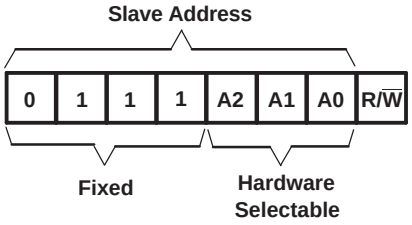
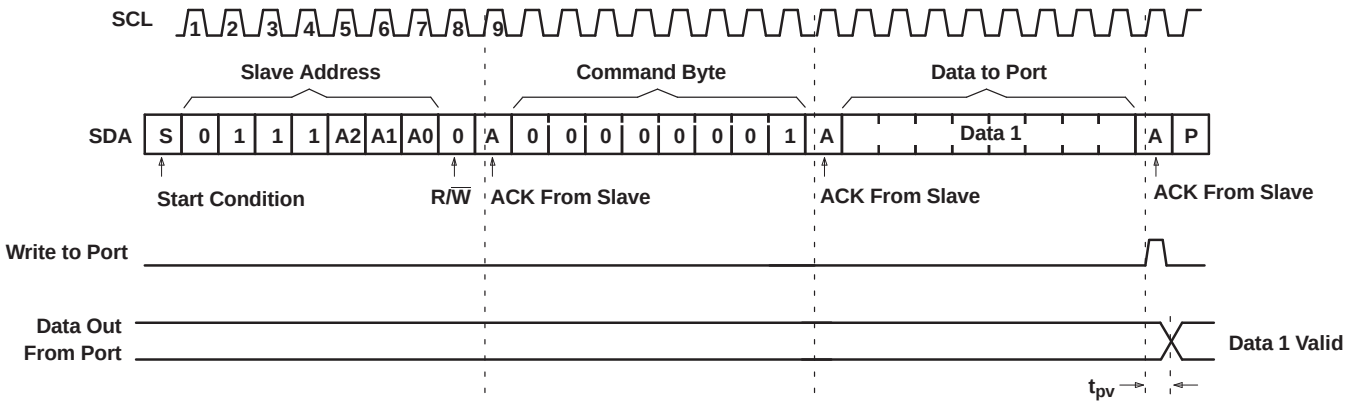
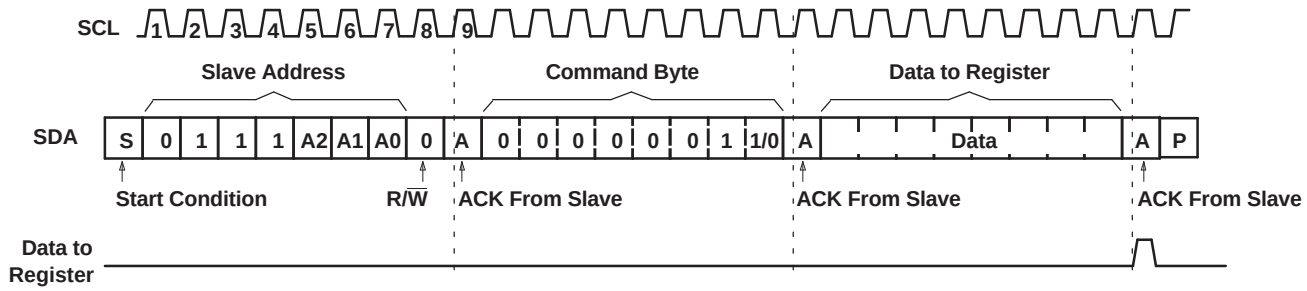
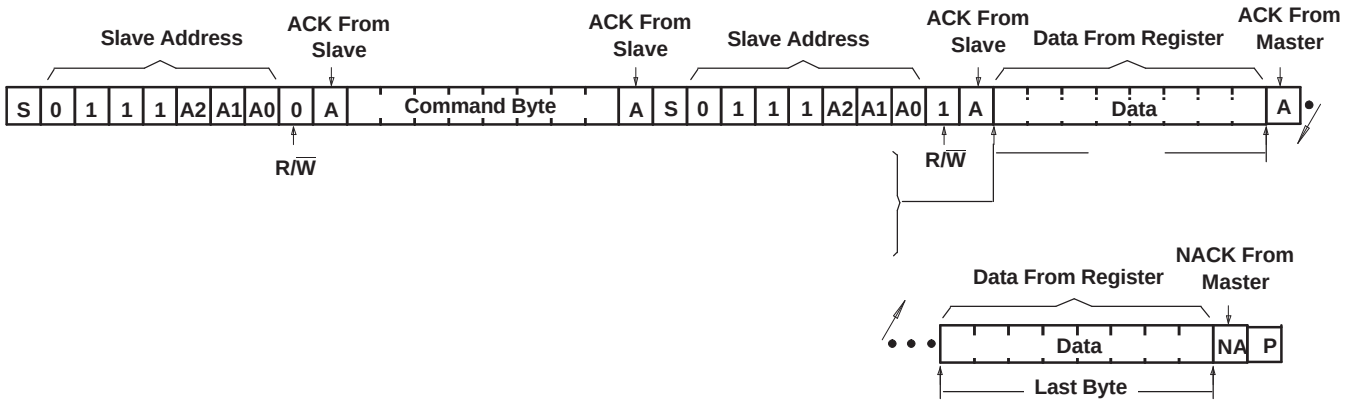

Figure 4. PCA9554A Address
Figure 6. Write to Output Port Register
Figure 7. Write to Configuration or Polarity Inversion Registers
Figure 8. Read From Register
Figure 4 shows the address byte for the PCA9554A.
Data is transmitted to the PCA9554A by sending the device address and setting the least-significant bit to a logic 0 (see Figure 4 for device address). The command byte is sent after the address and determines which register receives the data that follows the command byte (see Figure 6 and Figure 7). There is no limitation on the number of data bytes sent in one write transmission.
The bus master first must send the PCA9554A address with the least significant bit (LSB) set to a logic 0 (see Figure 4 for device address). The command byte is sent after the address and determines which register is accessed. After a restart, the device address is sent again, but this time the LSB is set to a logic 1. Data from the register defined by the command byte then is sent by the PCA9554A (see Figure 8 and Figure 9). After a restart, the value of the register defined by the command byte matches the register being accessed when the restart occurred. Data is clocked into the register on the rising edge of the ACK clock pulse. There is no limitation on the number of data bytes received in one read transmission, but when the final byte is received, the bus master must not acknowledge the data.
C. This figure eliminates the command byte transfer, a restart, and slave address call between the initial slave address call and actual data transfer from the P port. See Figure 8 for these details.